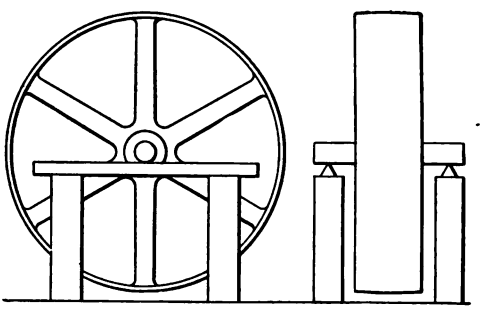

FIG. 15.
12. Balancing Pulleys.—All pulleys that rotate at high speeds should be balanced. If they are not, the centrifugal force that is generated by the rotation of the pulley, is greater on one side than on the other and will cause the pulley shaft to vibrate and shake. Pulleys are usually balanced in the manner shown in Fig. 15. A closely fitting arbor, which is simply a truly cylindrical piece of iron or steel, is driven into the bore of the pulley, which is then placed on the so-called "balancing ways." These are two planed iron or steel bars, preferably planed to a knife edge. These bars are placed on convenient supports far enough apart to allow the pulley to go between them. The bars should be carefully leveled with a spirit level, so that both bars are in the same horizontal plane. When the arbor rests on the ways and the pulley is slightly rotated, the latter will quickly come to rest with the heavy part downwards. Now, either some metal must be removed from the heavy part or some weight added to the light part. For small pulleys, a convenient substance to use for finding the proper location and weight of the counterweight is ordinary glazier's putty. By repeated trials the proper weight of the counterweight is found, and then a mass of metal of convenient shape equal in weight to the putty is fastened to the light part of the pulley in whatever way is safe and convenient. The proper weight and location of the counterweight will have been obtained when the pulley will be at rest on the balancing ways in any position in which it is put. In other words, the pulley is balanced when it is in neutral equilibrium. This balance is called a **standing balance.** The method just explained answers very well for pulleys that are narrow in comparison